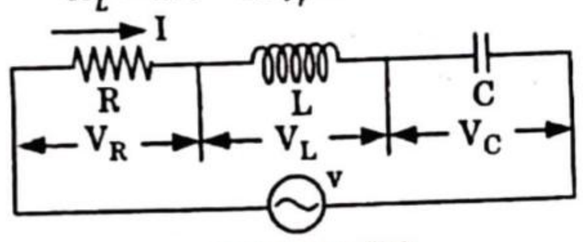

Fig. 2.28.1.
1. Consider an AC circuit containing a resistance R, inductance L and a capacitance C connected in series, as shown in Fig. 2.28.1.